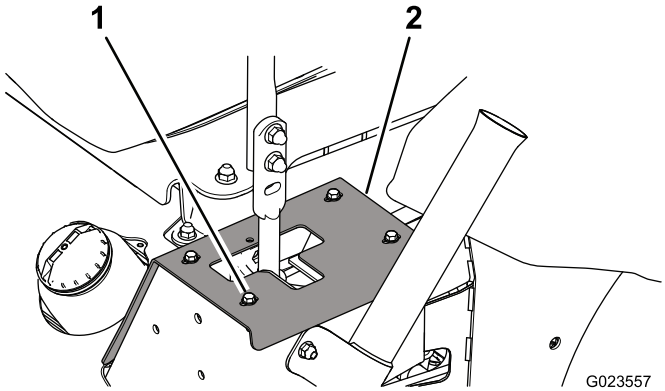

Figuur 63
1. Om bij de bevestigingsbouten van de demper te komen, verwijdert u de bouten waarmee de aanslagplaten bevestigd zijn aan het frame (Figuur 63).